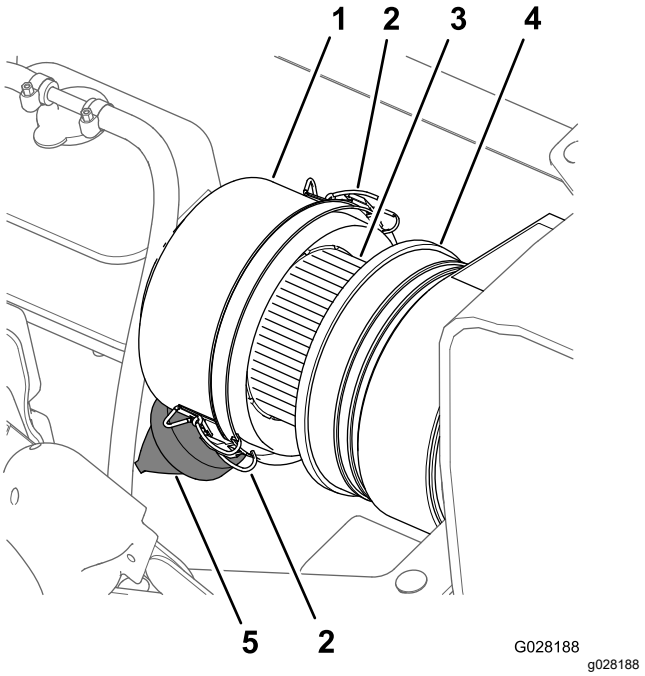

**Bild 76**
3. Reinigen Sie den Staubdeckel und das Luftfiltergehäuse (Bild 76).
4. Prüfen Sie das Gehäuse des Luftfilters auf Schäden, die eventuell zu einem Luftleck führen könnten (Bild 76).
5. Drücken Sie das Staubventil zusammen, um Schmutz, Staub und Rückstände zu entfernen (Bild 76).
7. Überprüfen Sie den Luftfiltereinsatz auf starke Staub, Schmutz- oder Rückstandsansammlungen (Bild 76).
8. Setzen Sie den Staubdeckel auf das Luftfiltergehäuse und befestigen den Deckel mit den zwei Riegeln (Bild 76).
2. Reinigen Sie den Staubdeckel und das Luftfiltergehäuse (Bild 76).
6. Wischen Sie die Innenseite des Staubdeckels, des Luftfiltergehäuses und des Staubventils mit einem feuchten Lappen ab (Bild 76 und Bild 77).